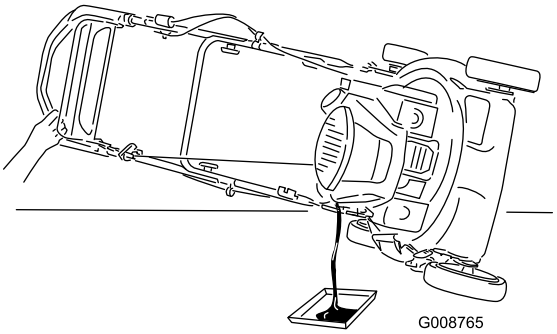

Figur 38
7. Vipp maskinen på siden med oljefyllingsrøret vendt nedover for å tømme brukt olje gjennom oljefyllingsrøret ut i oljetappefatet (Figur 38).